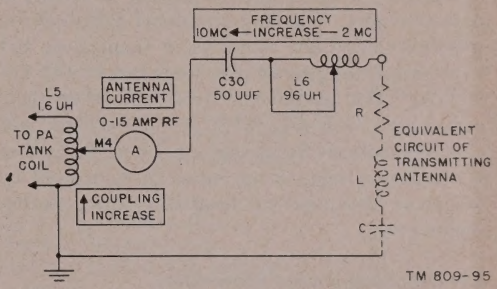

Figure 36. Antenna tuning unit with range switch in LONG WIRE position.
c. Figure 36 is a functional schematic diagram of the tuning unit with switch SW9 set to LONG WIRE and a long-wire antenna connected to the unit. The antenna may be either capacitive or inductive depending on the length of the wire and frequency used. The net reactance is made equal to zero by varying the movable tap of low-frequency loading coil L6. Vacuum-type capacitor C30 provides the necessary capacitance when the reactance of the antenna is inductive because of antenna wire length and operating frequency. ANTENNA CURRENT meter M4 indicates RF current flowing in the series circuit of the antenna and antenna loading circuit. RF current is maximum when the antenna is tuned to resonance with the transmitter frequency by the antenna loading circuits in the tuning unit.